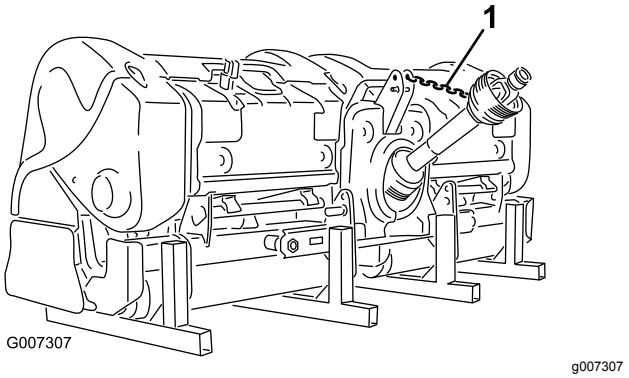

Figur 45
12. Koble kraftuttakets tjoring til kraftuttakets skydd for å forhindre at kraftuttaksakselen ikke kommer i kontakt med bakken (Figur 45).